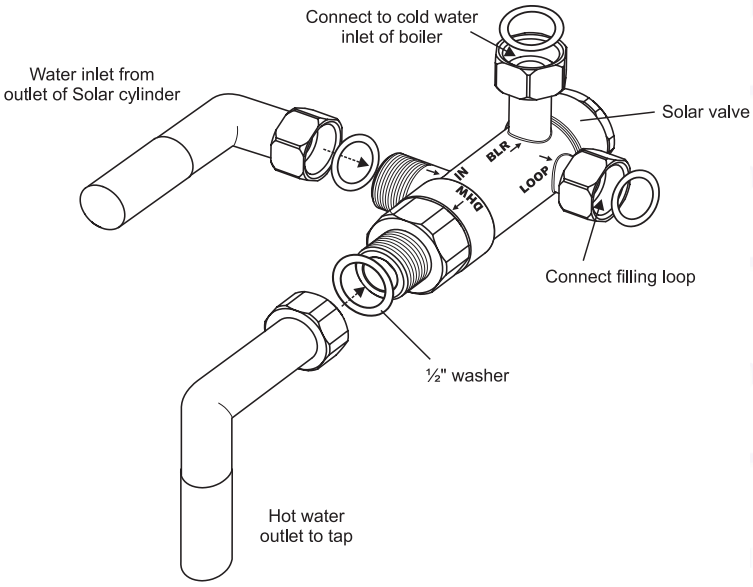

Fig. 14
2. Connect the solar valve directly to the boiler cold water inlet connection, then connect the pipework to the solar valve as shown in Figs. 14 and 15.